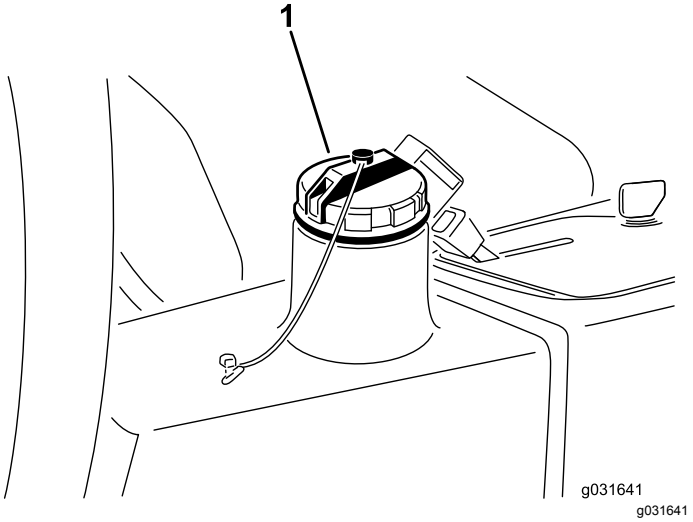

Figur 65
2. Gör rent runt påfyllningsröret och hydraultanklocket (Figur 65).
3. Ta bort hydraultanklocket (Figur 65).